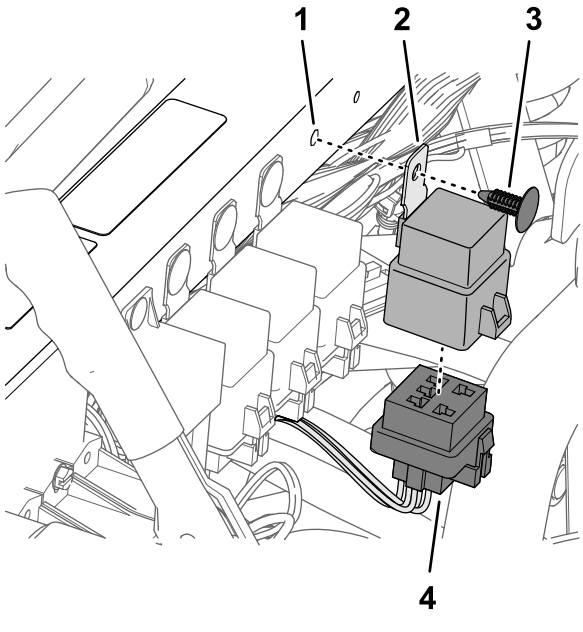

Figur 189
1. Tilslut relæets stik med 5 ben til stikket med 5 sokler (Figur 189) på sættets ledningsnet med angivelsen ASC 10-AKTIVERINGSRELÆ.
2. Ret hullet i relæets monteringstap ind efter hullet i stødstøtterøret, og fastgør relæet til røret med en skubbefastgørelsesanordning (Figur 189).